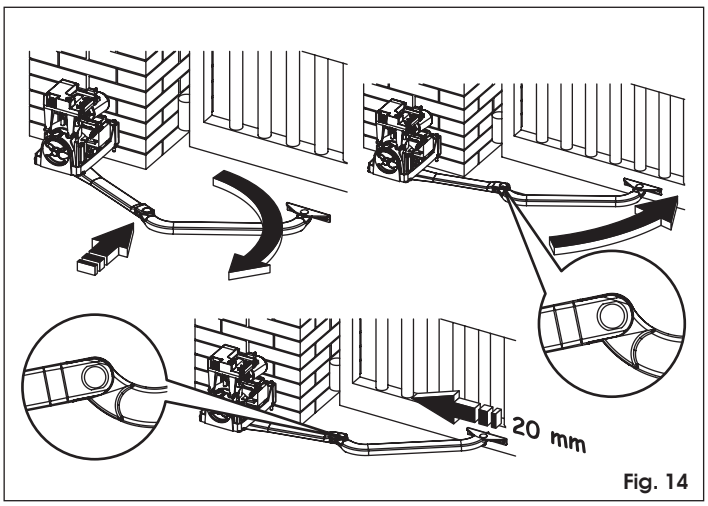

Fig. 14
8. Die soeben zusammengebauten Arme fluchten und hierfür bis zu ihrem Anschlag in den mittleren Bereich schieben, siehe Abb. 14 Bez. ①.
9. Den vorderen Bügel an den Flügel anlegen, Abb. 14, Bez. ②.
10. Den vorderen Bügel um etwa 20 mm zurücksetzen und die Bohrlöcher für die Befestigung anzeichnen, Abb. 14, Bez. ③.
12. Den Flügel mit der Hand bewegen und sicherstellen, dass die beiden Arme in der Schließposition nicht aneinander stoßen, siehe Angaben in Abb. 14, Bez. ②.